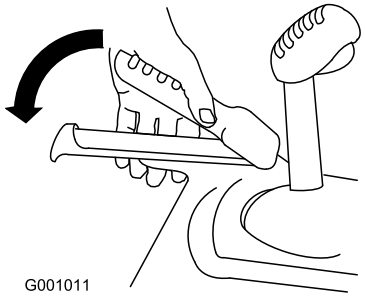

Figuur 33
1. Druk de linkerhendel (tractie) in naar de handgreep om de tractieaandrijving in te schakelen (Figuur 33).